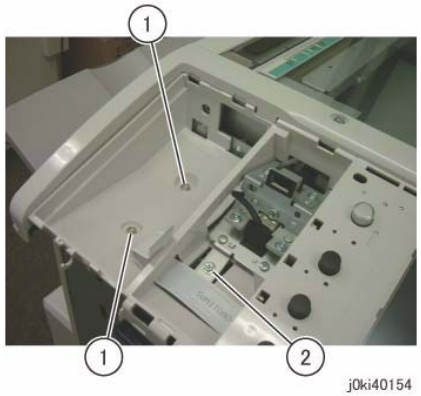

Figure 8 Remove the screws
12. Remove the screws that secure the Console Assembly. (Figure 8)